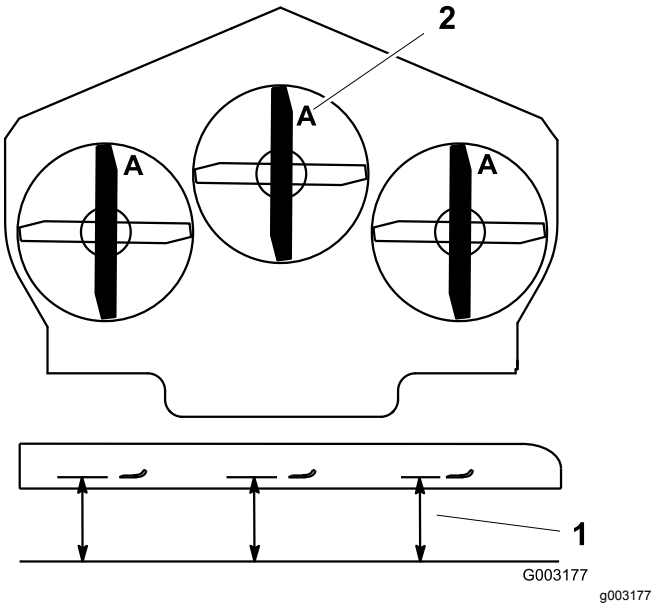

**Figuur 109**
4. Meet de afstand tussen een horizontaal oppervlak en de snijrand, stand **A**, van de messen (Figuur 109).